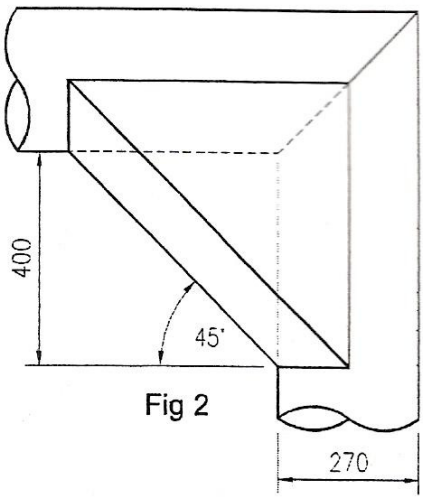

Fig 2
2. Fig. 2 shows the elevation for two pipes strengthened by a gusset piece. Develop the full template for the gusset piece. Scale: 1 : 5.